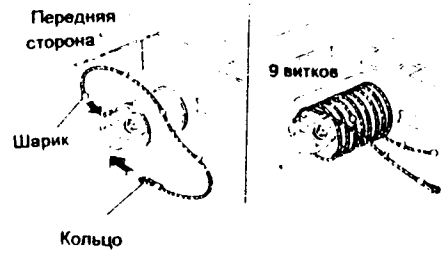

Рис. 5 NZM-0059
1. (Рис. 5 и 6): Намотайте тросик на ведущий валик.
①. (Рис. 5): определите, где передний, а где задний конец тросика.
②. Намотайте тросик на шкив ведущего валика (9 витков).